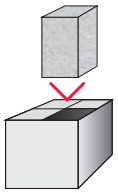

rys. 4
- Opakowanie zewnętrzne powinno posiadać oznakowania ostrzegawcze: „nie rzucać”, góra/dół” **(rys. 4)**.